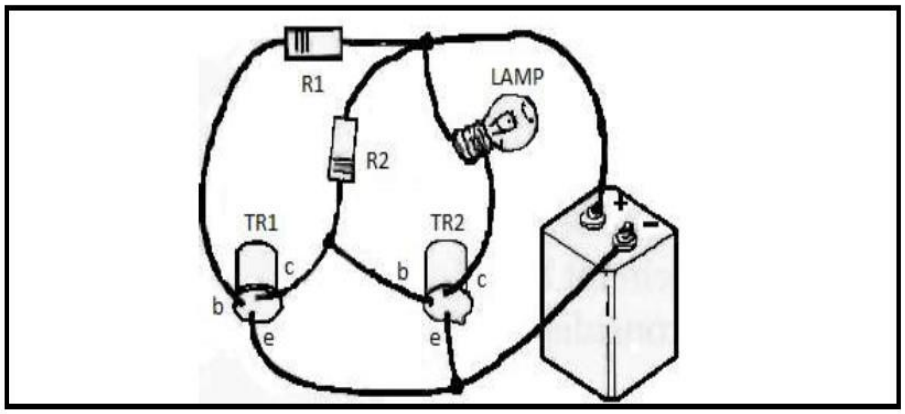

FIGURE 3
3.5 The figure below shows the wiring diagram of an electronic circuit. Make a neat, labelled switching circuit diagram of the electronic circuit in FIGURE 3.